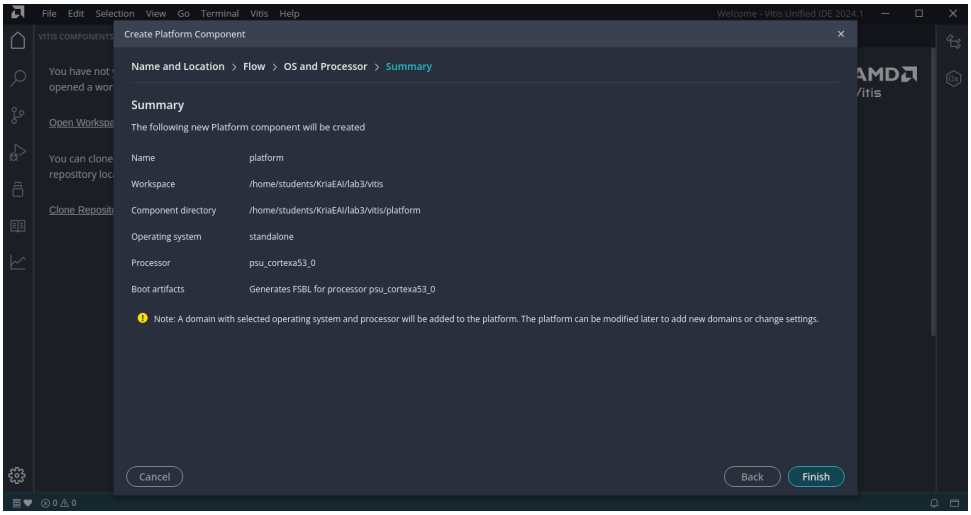

Figure 20: Platform Component Summary
6. Then all the information related to platform will be shown in the window. Then select **Finish**. Refer figure 20.